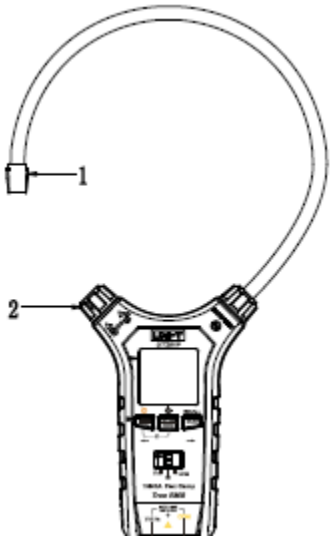

Figure 4.1
2) Rotate the coil lock to unlock, completely clamp the coil around the conductor to be measured, and then rotate the lock to lock the coil. (Note that the coil must be fully closed. See Figures 4.1 and 4.2.)